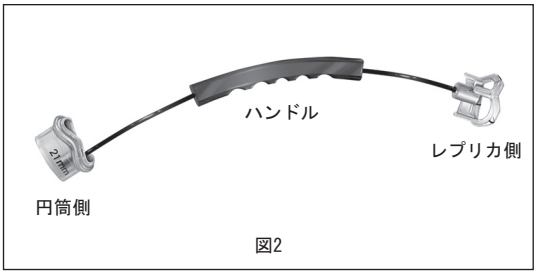

図2
3. 専用サイザー（モデル1133）を使用して弁輪を測定します(図2)。